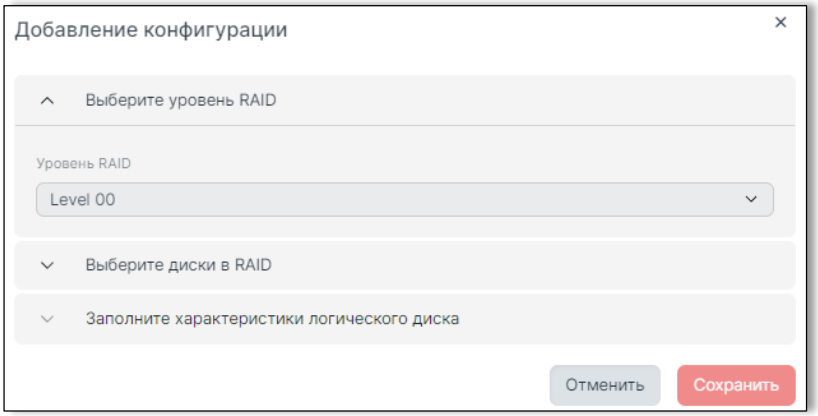

Рисунок 53. Выбор уровня RAIDxx для массива дисков
1. Нажмите кнопку «Добавить» напротив раздела «Дисковые массивы» и дождитесь появления окна добавления конфигурации (Рисунок 53).